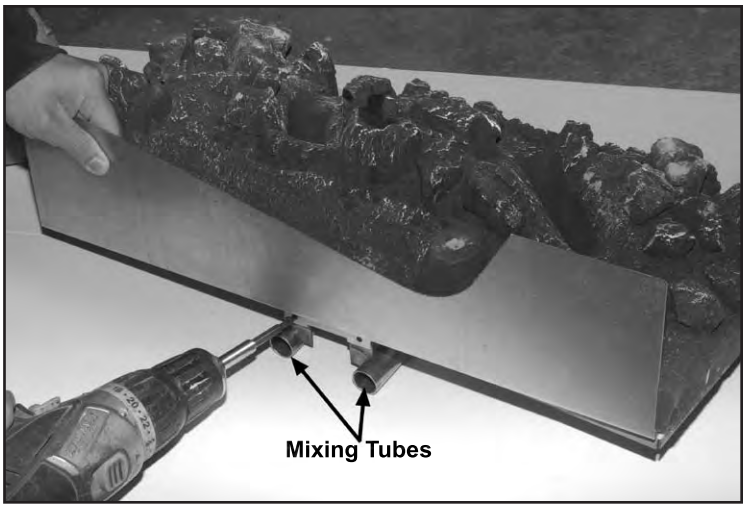
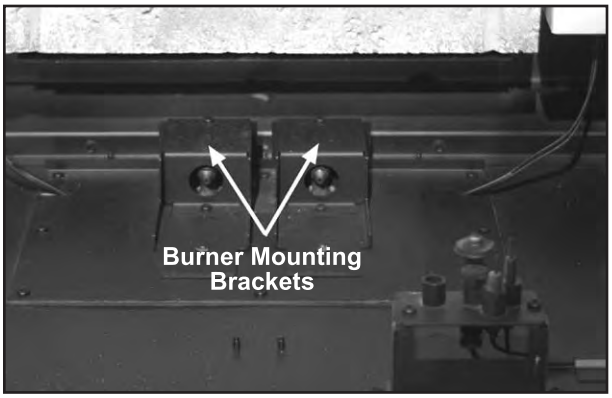
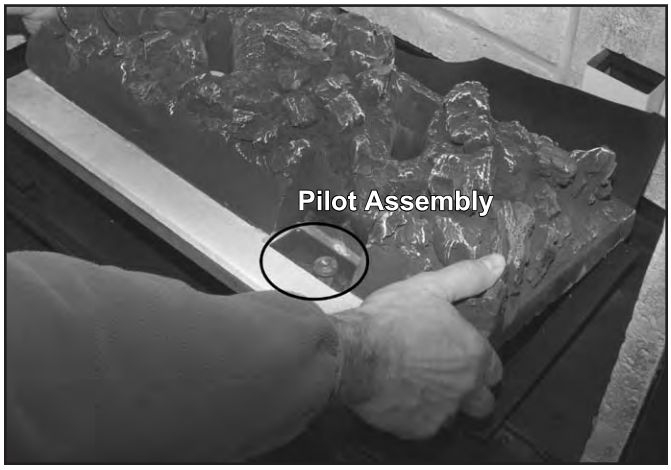

Figure 65: Installing Rear Burner Shield.
Figure 66: Burner Mounting Brackets.
Figure 67: Log Burner Over Pilot Assembly.
1. Use the two (2) T-20 screws provided; install the rear burner shield onto the back of the burner. The mounting holes are just above the mixing tubes at the rear of the burner, refer to Figure 65.
2. In the bottom rear of the firebox there are two (2) gas orifices in a housing that facilitate the air shutter mechanisms and the Burner Mounting Brackets are above them (See Figure 66). There are two (2) mixing tubes underneath the back of the burner (see Figure 65). Lift the burner into the firebox with the back of the burner tilted the burner downward. Keep the burner high enough at the front to clear the pilot assembly. Line up the mixing tubes with the holes in the burner mounting brackets and slowly lower the front of the burner over the pilot assembly (see Figure 67).
1. In the bottom rear of the firebox there are two (2) gas orifices in a housing that facilitate the air shutter mechanisms and the Burner Mounting Brackets are above them (See Figure 67). There are two (2) mixing tubes underneath the back of the burner (see Figure 83). Lift the burner into the firebox with the back of the burner tilted the burner downward. Keep the burner high enough at the front to clear the pilot assembly. Line up the mixing tubes with the holes in the burner mounting brackets and slowly lower the front of the burner over the pilot assembly (see Figure 84).